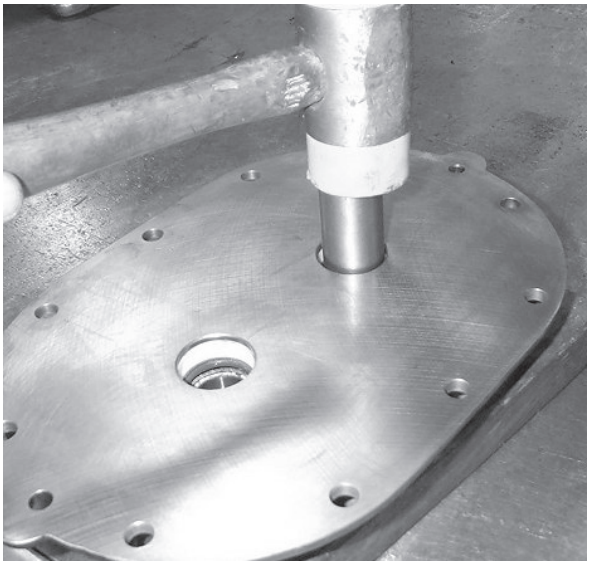

Figure 8-9 – Tapping Bearings Out of End Plates
15. Using a tube or round bar of a slightly smaller diameter than the shaft clearance holes in the end plates, tap the bearings out of the end plates. Remove the bearing retainers before knocking out the bearings (see ***Figure 8-9***).